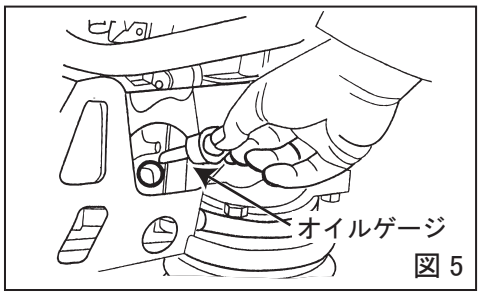

図 5
7.6　燃料タンクへレギュラーガソリン(無鉛)を入れると同時にエンジンオイルも点検し早めに補充してください。潤滑油量が少ないと、運転中の消耗により、エンジン焼き付きを起こします。(図5)